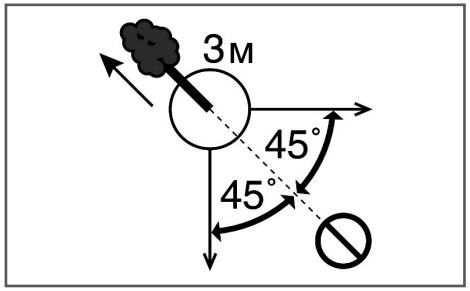

Рис. 13 Расчет пути отхода при валке дерева
3. Когда дерево начнет падать, путь отхода должен быть направлен по диагонали в сторону, противоположную направлению падения, под углом 45 градусов. Вы должны отойти минимум на 3 метра от ствола, на тот случай, если во время падения комель дерева отскочит в сторону (Рис. 13).